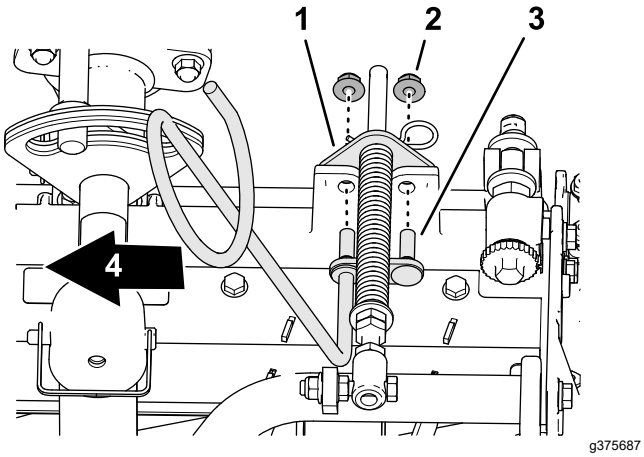

Figuur 10
5. Lijn de tapeinden van de linker slanggeleider uit met de gaten in het frame van de maai-eenheid en de gazoncompensatiebeugel (Figuur 10).